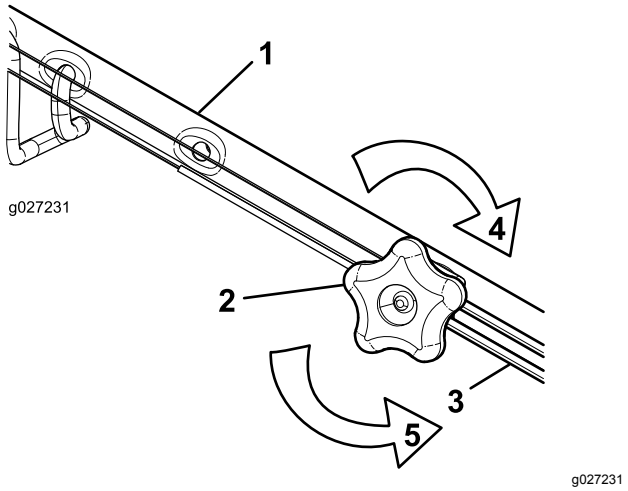

Bild 37
1. Drehen Sie das Handrad nach links, um die Zugeinstellung zu lösen (Bild 37).
2. Stellen Sie die Spannung des Zugs (Bild 37) ein, indem Sie ihn zurückziehen oder nach vorne drücken und dann in dieser Stellung arretieren.